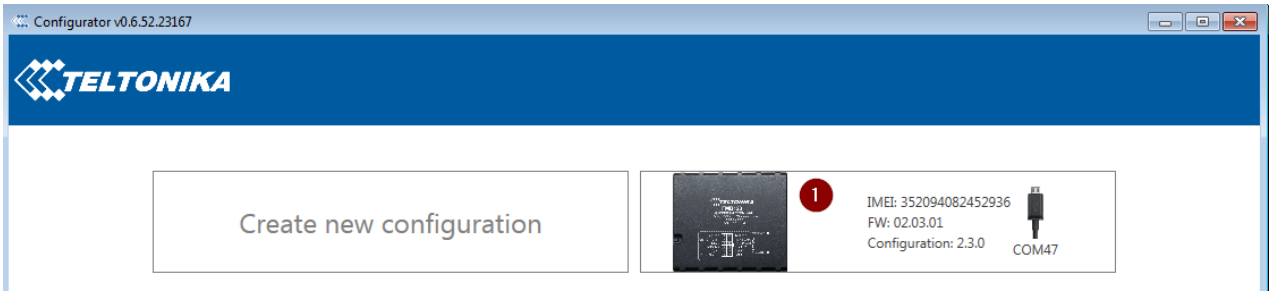

Figure 42 FMB1YX configurator connected devices window
- Launch **FMB Configurator** and connect to device as shown in **Figure 42** below**.**